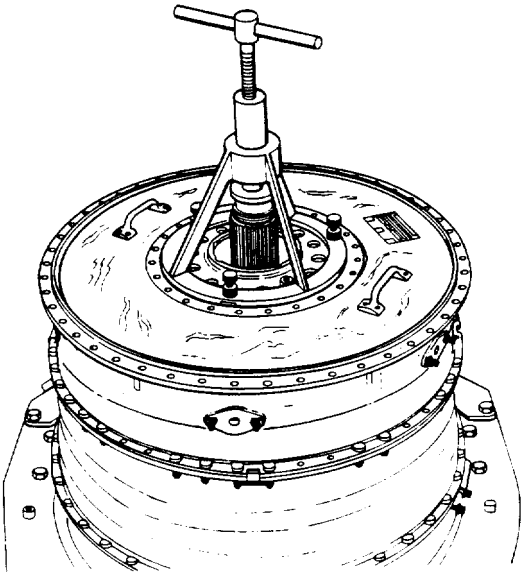

Figure 10. Removing Turbine Front Bearing Support Using 6893714 Puller
j. Install 6893714 puller in 1/4-28 jackscrew holes and on turbine shaft. (See figure 10.)